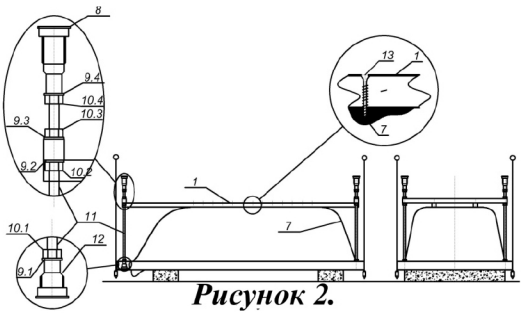

Рисунок 2.
2. Порядок установки каркаса (рисунок 2).
2.Установить каркас (1) на днище ванны (7) , расположив его симметрично относительно бортов.
3.Собрать стойки (рисунок 2).